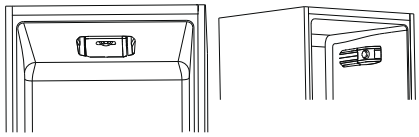

Fig.4
•Il gruppo termostato per il controllo dell'apparecchio, è collocato all'interno della cella frigo (fig.4). Ruotare la manopola del termostato oltre la posizione "**0**". La luce è accesa quando la porta del frigorifero è aperta. Posizionando la manopola su "**0**" si spegne completamente il prodotto.